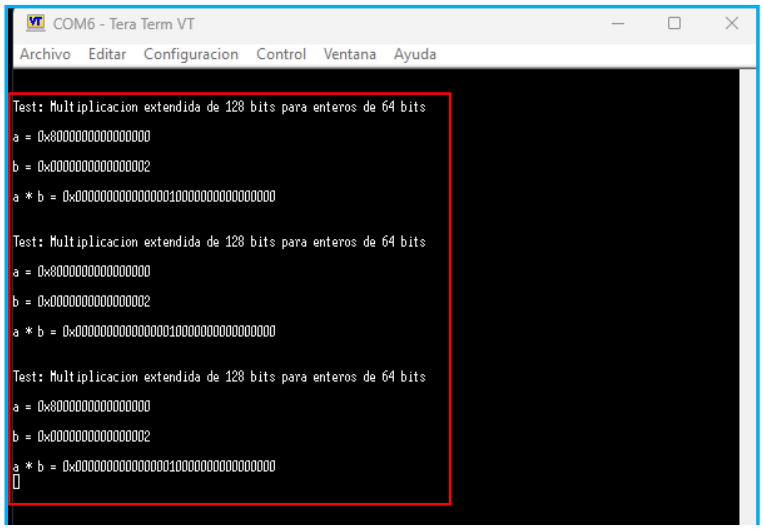

Fig.16. Captura del terminal del puerto serie tras tres ciclos de activación/desactivación del *reset*, el programa se ejecutó tres veces.
12. Dado que ahora el programa software se encuentra en memoria no volátil, cada vez que activemos el *reset* del procesador (`rstn_i = '0'`), al desactivarlo se volverá a ejecutar el programa (Fig.16).